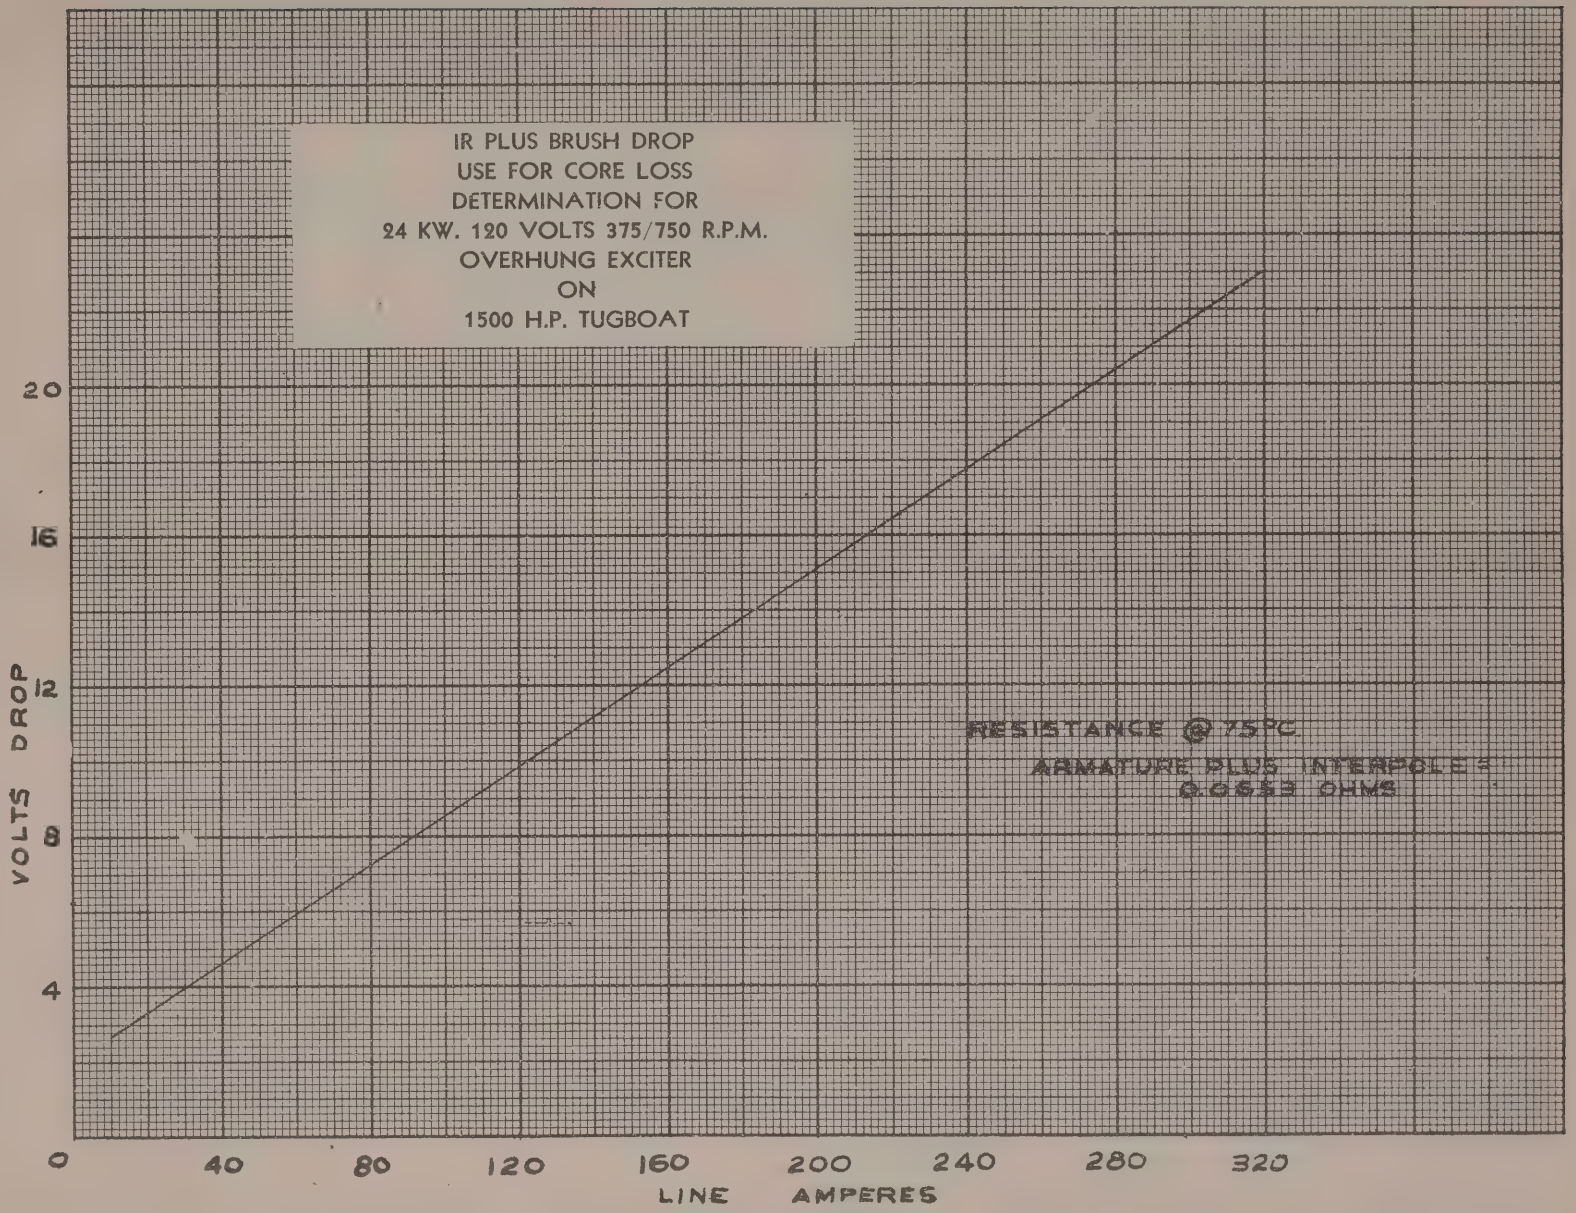

Fig. 19W
1. Core loss is determined by use of curves, Figs. 19W and 20W, as follows: First add to the terminal voltage as read (120 volts) the volts drop as read from Fig. 19W at 200 amperes, hence
Exciters—Core Loss—Before reading core loss, add IR drop from Fig. 19W to the terminal voltage.